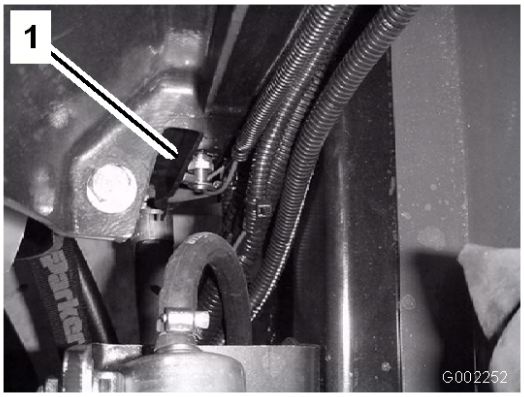

Figur 54
4. Öppna avtappningsöppningen (Figur 54) och låt kylvätskan rinna ner i kärlet.